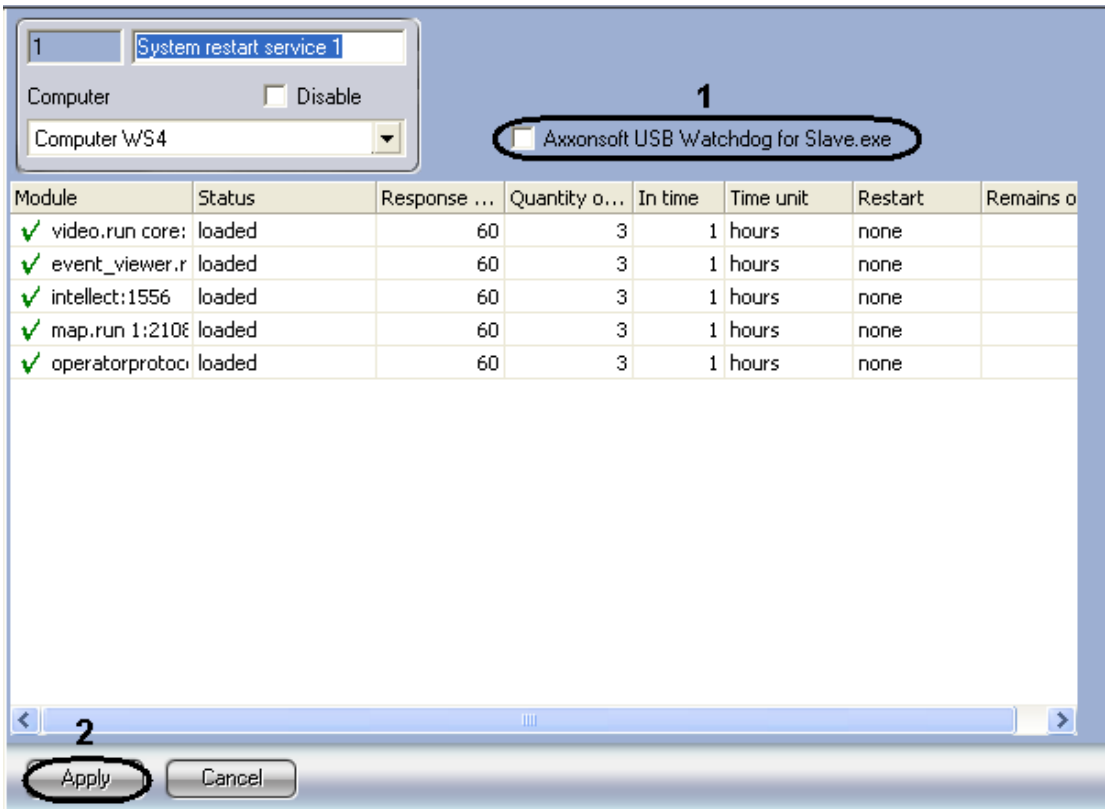

Figure 8.12-2 Configuring the control of module workability
1. Go to the settings panel for the “System restart service” object (Figure 8.12-2).
2. Set the “Axxonsoft USB WatchDog for Slave.exe” checkbox (Figure 8.12-2, 1).
3. Click the “Apply” button (Figure 8.12-2, 2).